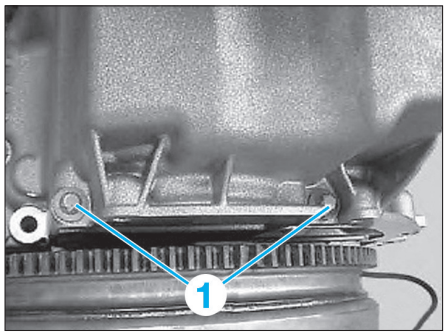
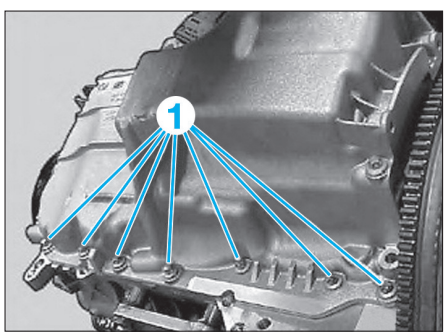
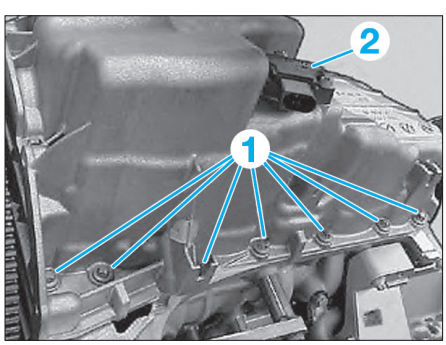
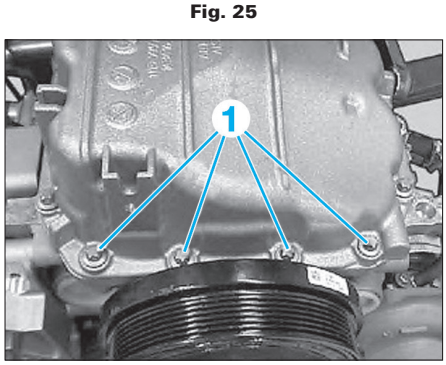

Fig. 23
Fig. 24
Fig. 25
Fig. 26
• Déposer les vis (1) **(Fig.23)**, **(Fig.24)**, **(Fig.25)**, **(Fig.26)**
• Déconnecter le capteur de niveau d'huile (2) **(Fig.25)**.